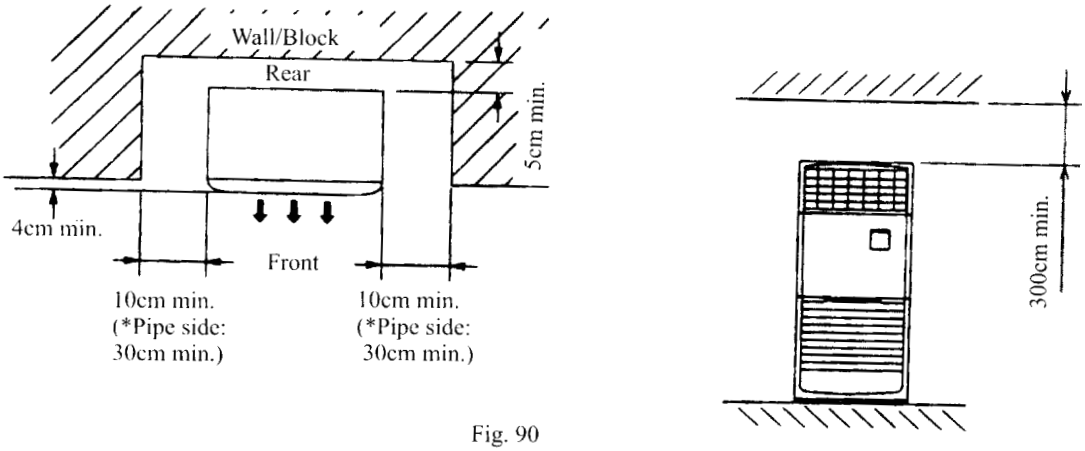

Fig. 90
- Leave enough space around the unit for air going in/out and maintenance(see Fig. 90):